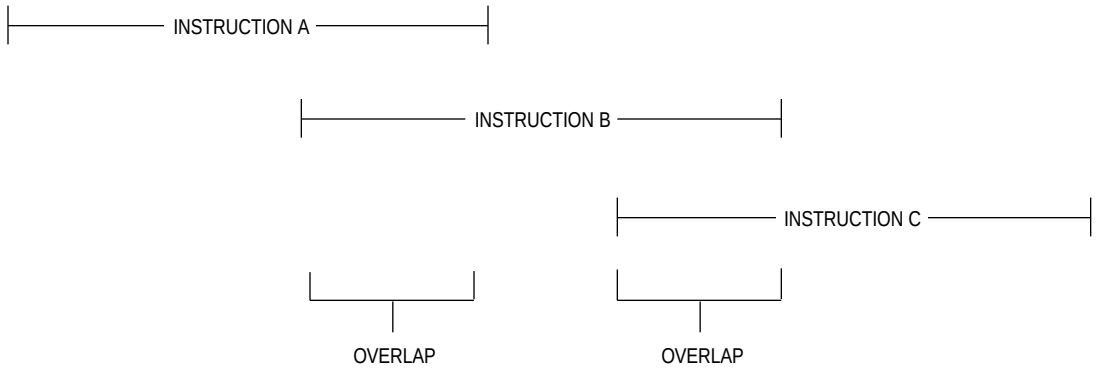

Figure 5-31. Simultaneous Instruction Execution
5.7.1.4 INSTRUCTION EXECUTION OVERLAP. Overlap is the time, measured in clock cycles, that an instruction executes concurrently with the previous instruction. As shown in Figure 5-31, portions of instructions A and B execute simultaneously, reducing total execution time. Because portions of instructions B and C also overlap, overall execution time for all three instructions is also reduced.